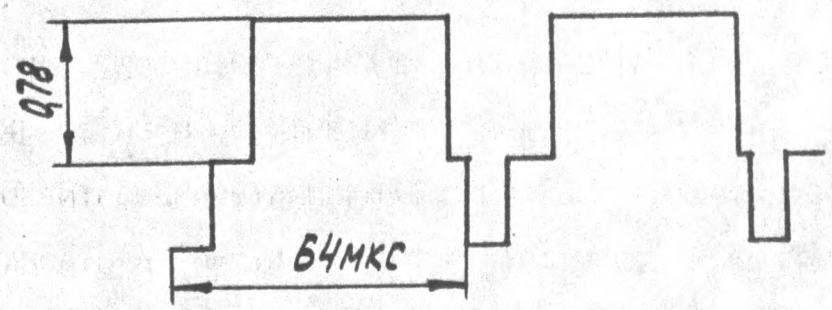

РИС.7.15
7.3.8.3. ПОДКЛЮЧИТЕ К РАЗ'ЕМУ *ВЫХОД ВИДЕО* ВМ РЕЗИСТОР СОПРОТИВЛЕНИЕМ (75+-1,5)ОМ И, ПОДКЛЮЧИВ ОСЦИЛЛОГРАФ С9-1 К КОНТАКТУ 6 РАЗ'ЕМА А3-1ХР2 БВ3 А3, ВОСПРОИЗВЕДИТЕ ТОЛЬКО ЧТО СДЕЛАННУЮ ЗАПИСЬ. РЕЗИСТОРОМ А3-1R103 УСТАНОВИТЕ РАЗМАХ ВИДЕОСИГНАЛА (0,7+-0,02)В ОТ УРОВНЯ "ЧЕРНОГО" ДО УРОВНЯ "БЕЛОГО", КАК ПОКАЗАНО НА РИС.7.15.